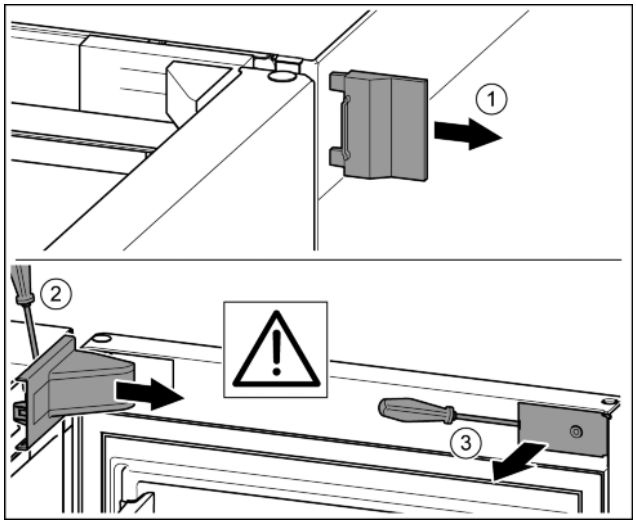

Fig. 9
▶ Remove the outer cover. *Fig. 9 (1)*
▶ Unlatch and undo the bearing bracket cover with a screwdriver. Remove the bearing bracket cover. *Fig. 9 (2)*
▶ Unlatch the cover plate with a slotted screwdriver and swivel it to one side. *Fig. 9 (3)*